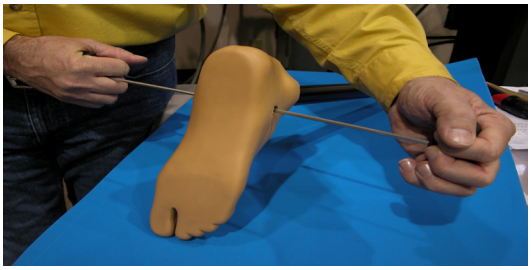

FIGURE 3: Loosening the shaft.
2. Using the two 4 mm hex wrenches, remove the button head screw and step washer from one side of the foot (FIGURE 3).